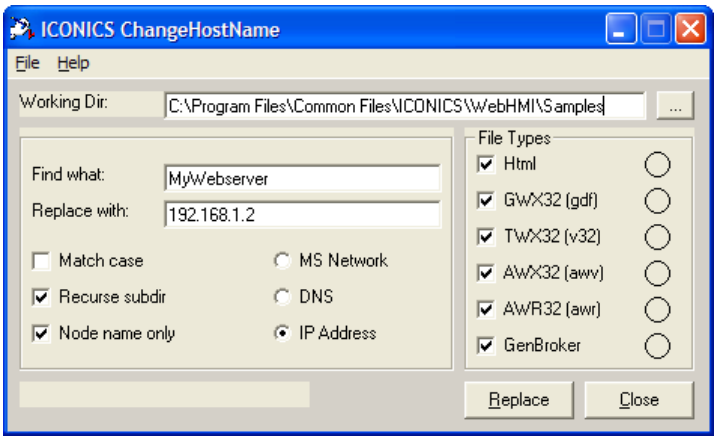

Figure L8.17: Changing Node Name to IP Address
5. When finished configuring the **Change Host Name Utility**, it should look like **Figure L8.17.**